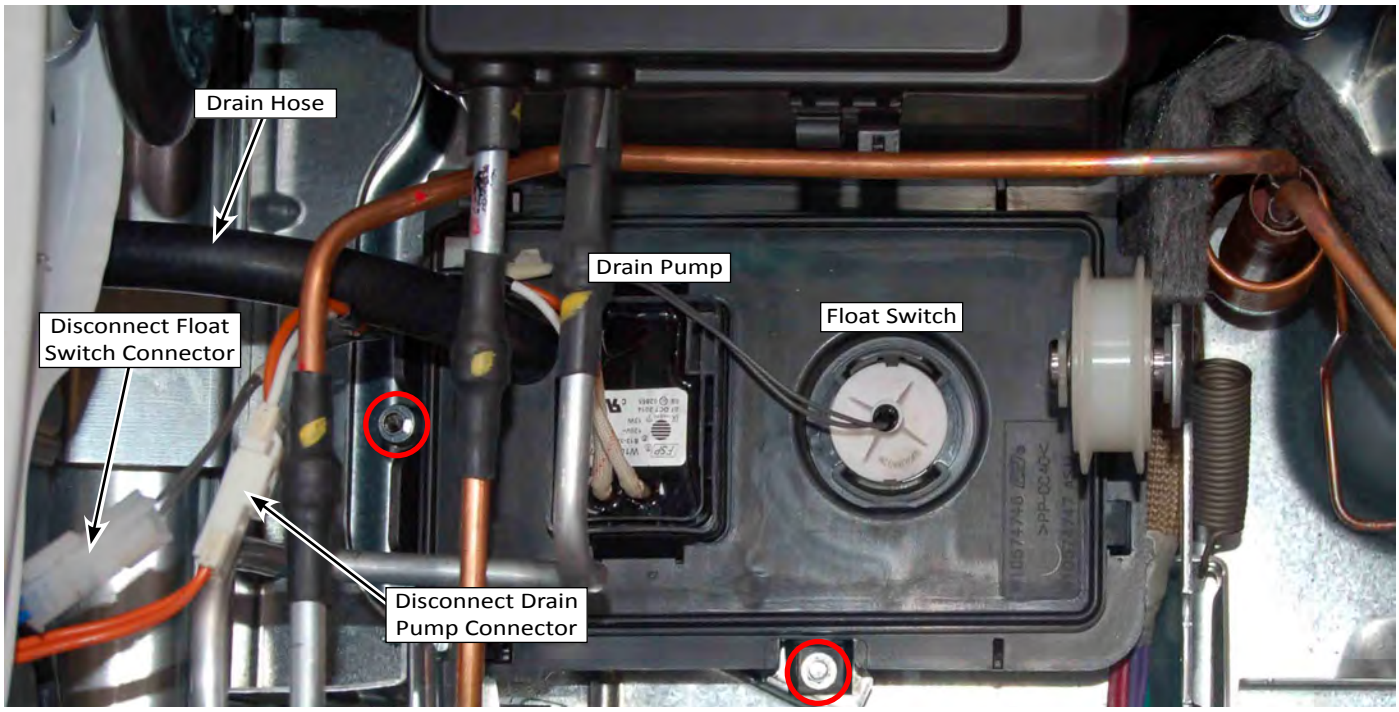

Figure 1
6. Disconnect the Drain Pump harness (see Figure 1 below).
7. Disconnect the Float Switch harness (see Figure 1 below).
9. Remove the two (2) 1/4” hex-head screws securing the cover to the sump assembly (as illustrated in Figure 1). Remove the cover assembly, containing the pump and float from the base of the dryer.